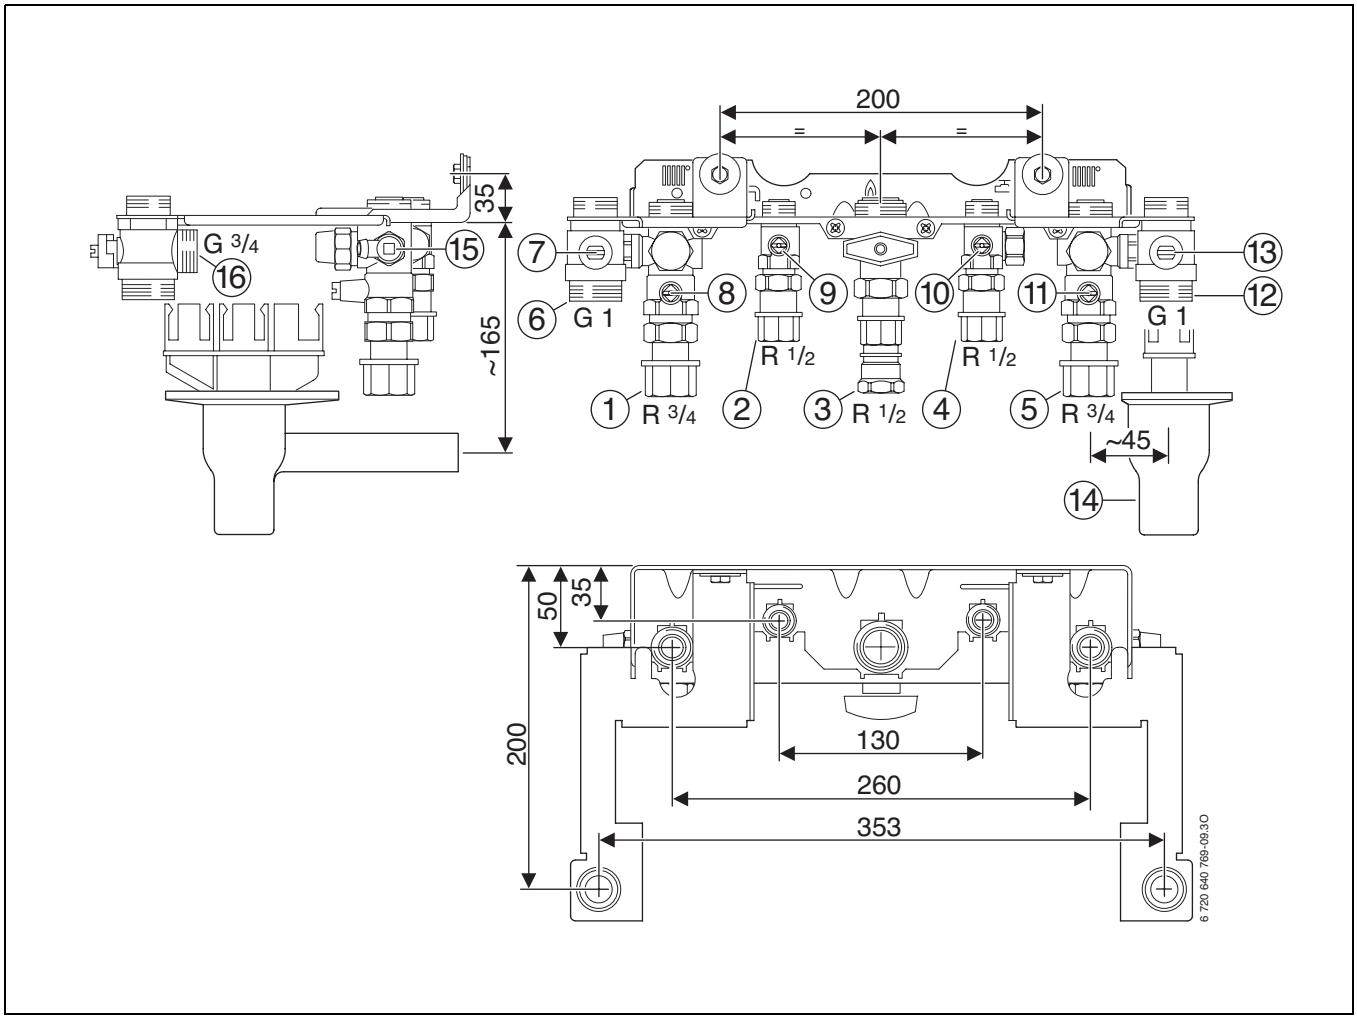

Bild 9 Beispiel: Montageanschlussplatte Nr. 1469
▶ Das Ausdehnungsgefäß direkt am Pufferspeichervorlauf anschließen (→ Bild 9, [16], Seite 16).